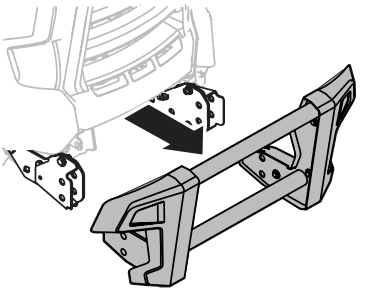

Fig. 62
2. Retirez le grillage de protection (Fig. 62).